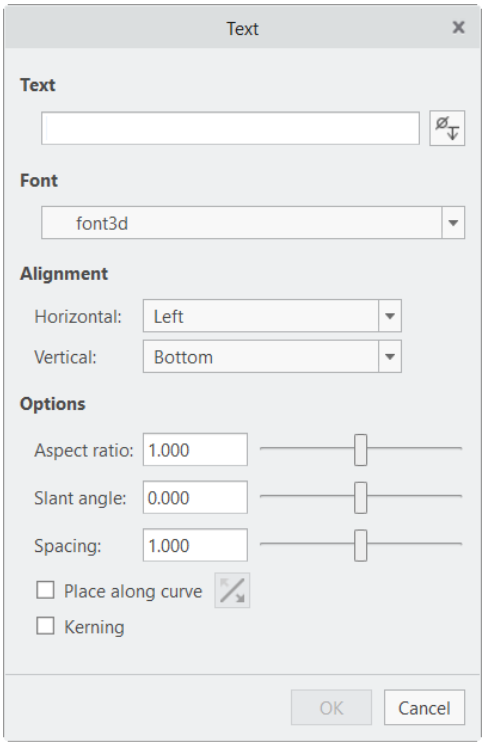

Figure 3-16 *The* ***Text*** *dialog box*
3. Specify the second point on the screen by left-clicking; the **Text** dialog box will be displayed, as shown in Figure 3-16 and a construction line will be drawn having height equal to the distance between the two points. The height and orientation of the text depends on the height and angle of the construction line. If the construction line is drawn at an angle, then the text will be written at that angle. By default, the dimension of the construction line is a strong dimension.